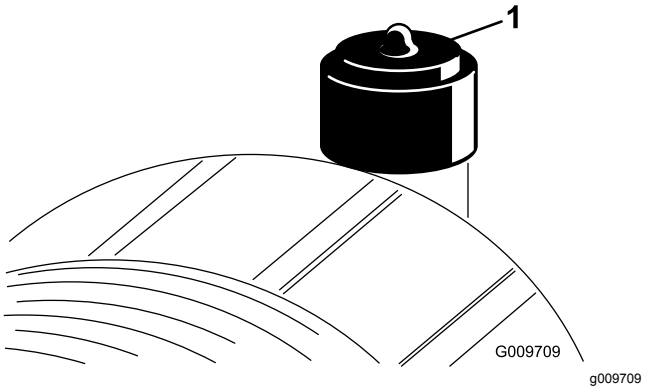

Figuur 45
- Vervang het luchtfilterelement als de luchtfilterindicator (Figuur 45) rood is. Maak het luchtfilter niet overmatig schoon.